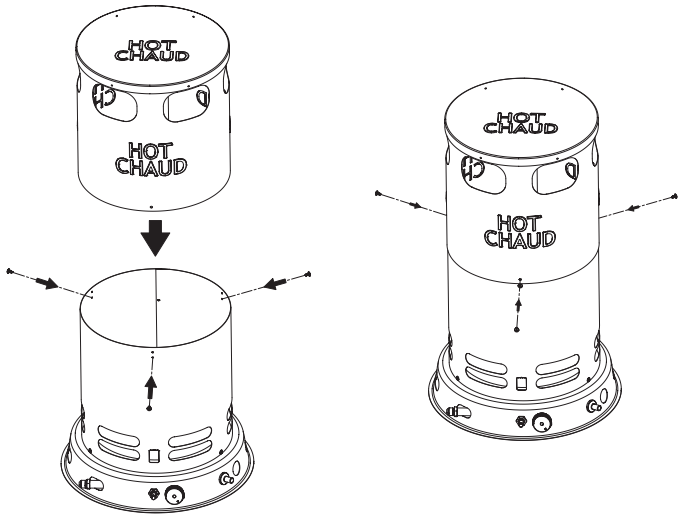

Figura 5
3. Fije 3 (tres) pernos en los orificios de la hilera inferior de la cubierta inferior. (Vea la Figura 5)
4. Deslice la cubierta superior sobre la inferior alineando los cuatro orificios restantes. Introduzca 3 (tres) pernos y apriete firmemente (Vea la Figura 5).